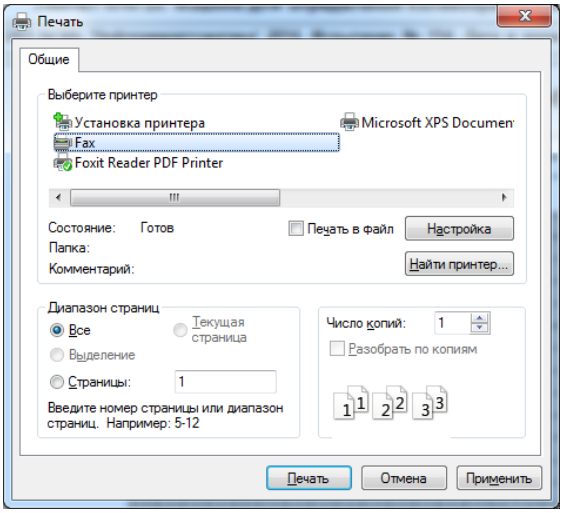

Рисунок 13 – Окно печати
4.6.1.11 При нажатии клавиши «Печать» отображается системное окно настройки печати (см. Рисунок 13)